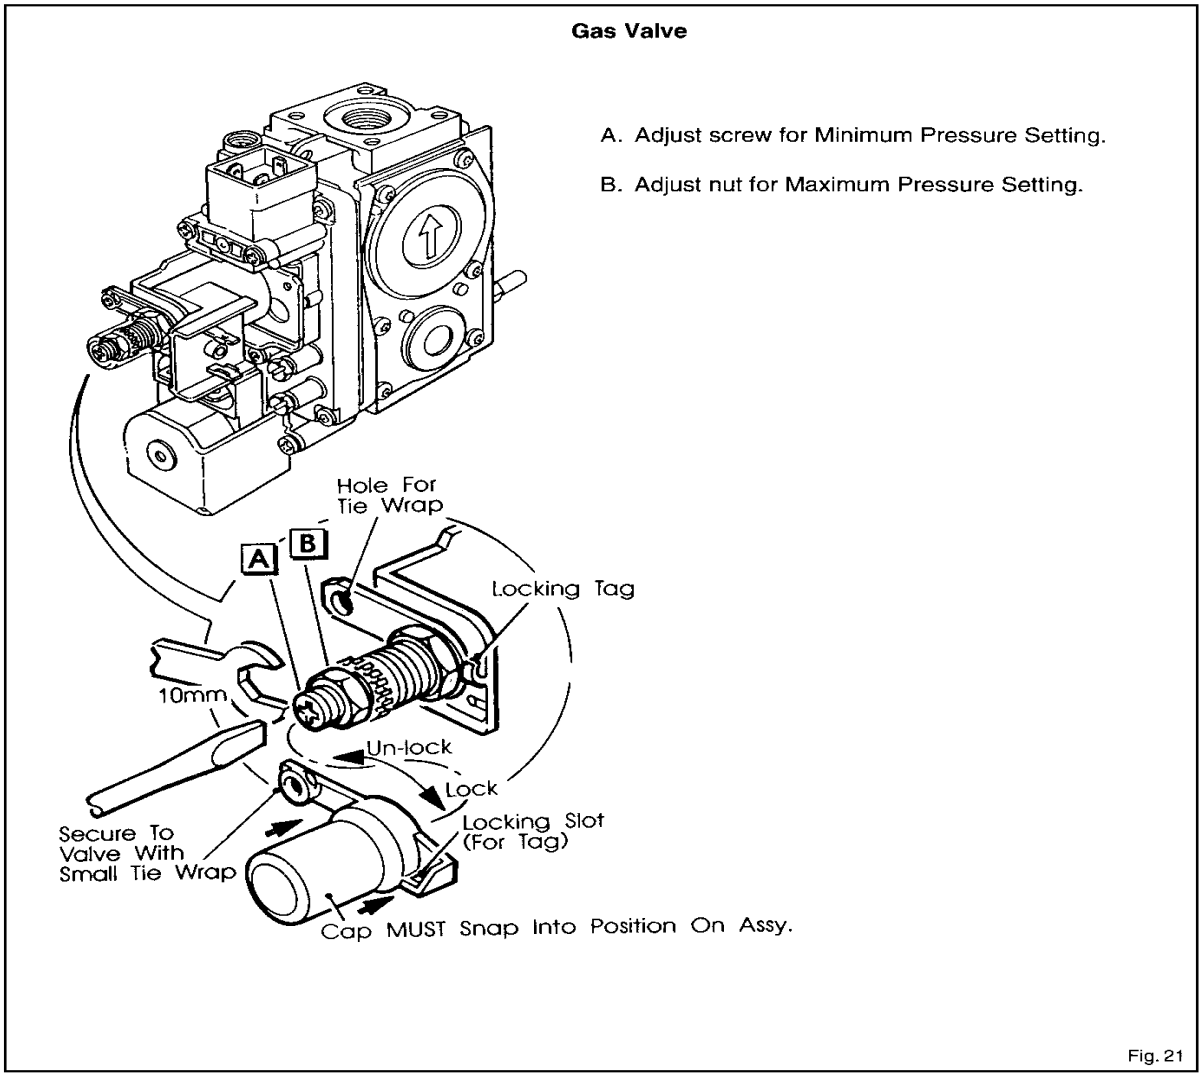

Fig. 21
**Adjusting the Maximum Pressure (See Fig. 21)**
**Adjusting the Minimum Pressure (See Fig. 21)**